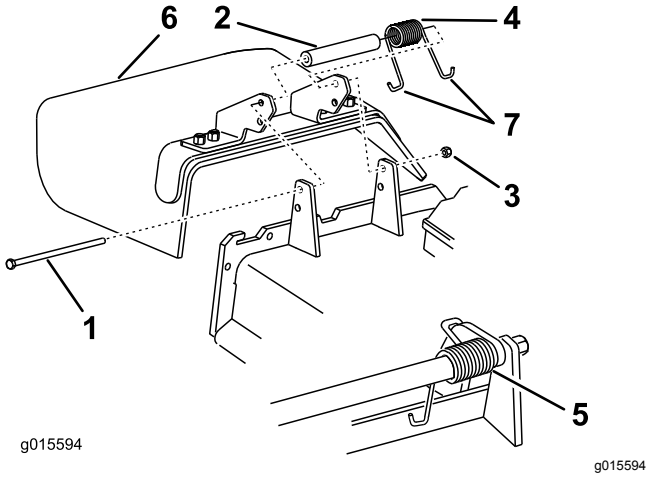

Figur 108
1. Ta bort låsmuttern, skruven, fjädern och distansbrickan som håller fast gräsriktaren på tappfästena (Figur 108).
2. Demontera den skadade eller slitna gräsriktaren (Figur 108).
Obs: Se till att fjäderns J-formade ände sitter bakom däckkanten innan du monterar bulten enligt Figur 108.
6. Placera fjäderns J-formade ände runt gräsriktaren (Figur 108).